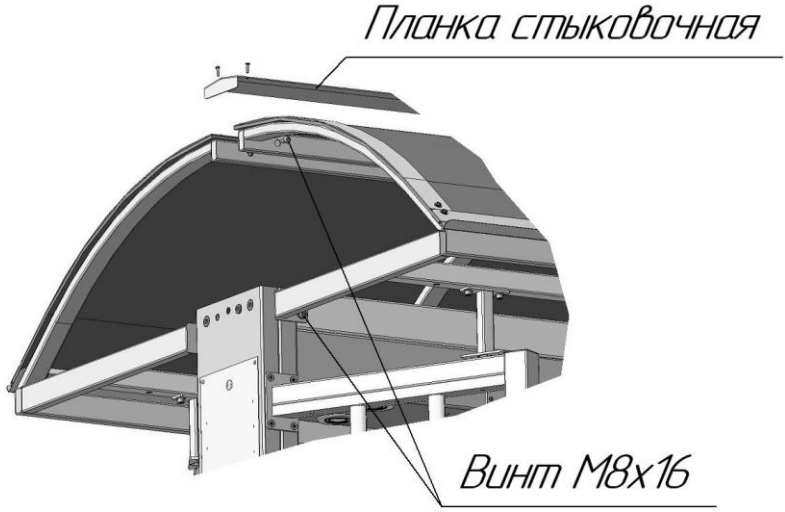

Рис. 4 Установка крыши на турникет
6.4. Для монтажа крыши необходимо к боковым стойкам турникета приставить поочередно полукаркасы крыши и аккуратно опустить на боковые ограждения турникета (рис. 4). Данная работа должна проводиться двумя монтажниками на стремянках с двух сторон турникета и двумя подсобными рабочими.